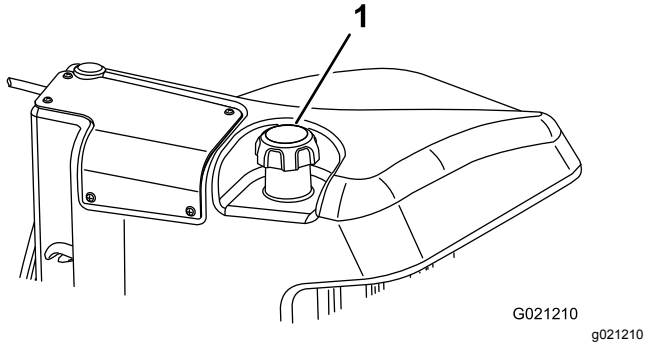

**Figur 13**
3. Fjern dækslet fra brændstoftanken (Figur 13).